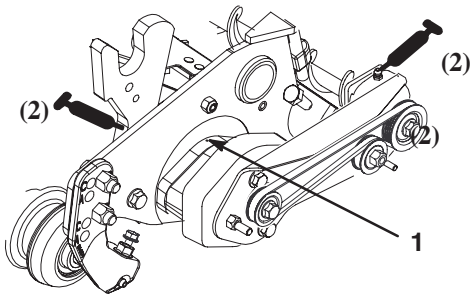

Figure 11
35. Lubricate grease fittings on roller brush bearing housings, reel bearing housings (until grease comes out weep hole) and remainder of cutting unit with No. 2 General Purpose Lithium Base Grease (Fig. 11). Wipe off excess grease from fittings and weep hole area.